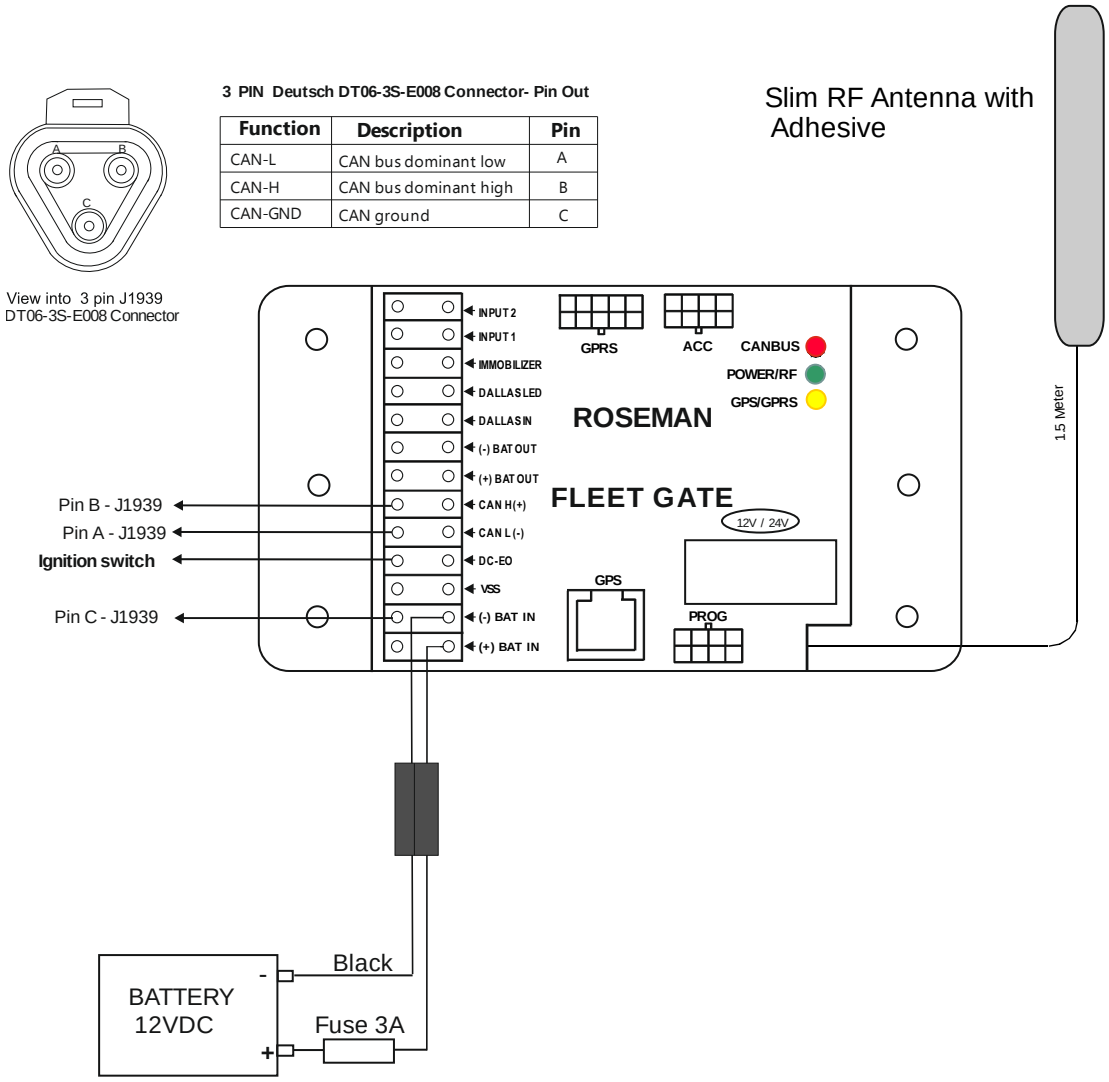

**Figure 7: Wiring Diagram for FG3 with CAN Bus Interface (3-pin connector) for Heavy Duty Vehicles**
1. Run a wire from the vehicle ignition switch (or start/stop button on some hybrid models) to the DC-EO terminal on the FG3 (refer to Figure **5**: **Wiring** Diagram **for** FG3 with CAN Bus Interface for Light Duty Vehicles, Figure 6: Wiring Diagram for FG3 with CAN Bus Interface for Heavy Duty **Vehicles**, Figure 7: Wiring Diagram for FG3 with CAN Bus Interface (3-pin connector) for Heavy Duty **Vehicles**)